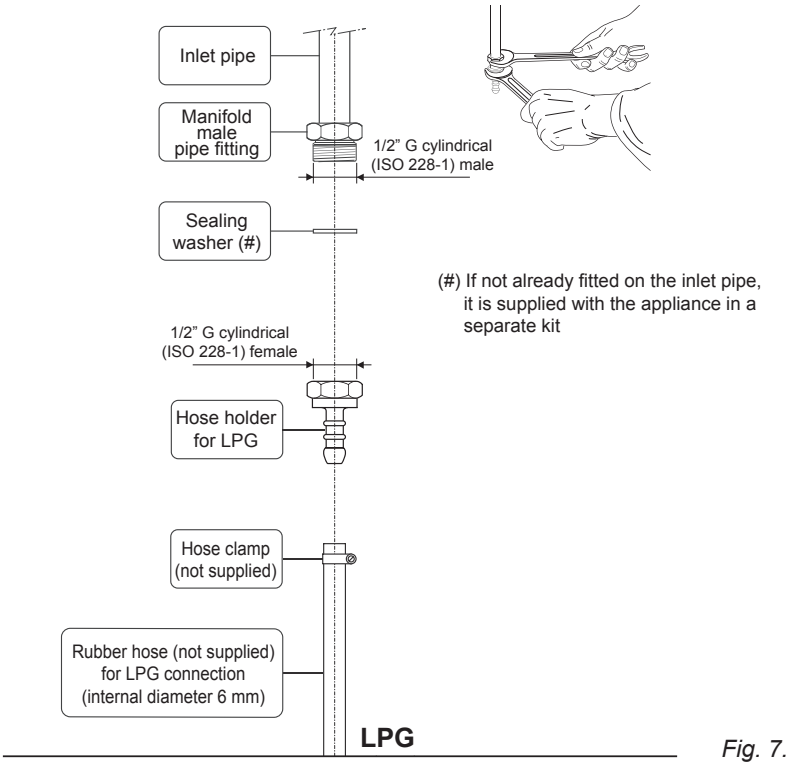

Fig. 7.2
1. If not already fitted, fit the LPG hose holder on the inlet pipe, making sure that you place the sealing washer between them (as shown in fig. 7.2).
- use two spanners when fitting the hose holder (fig. 7.2).